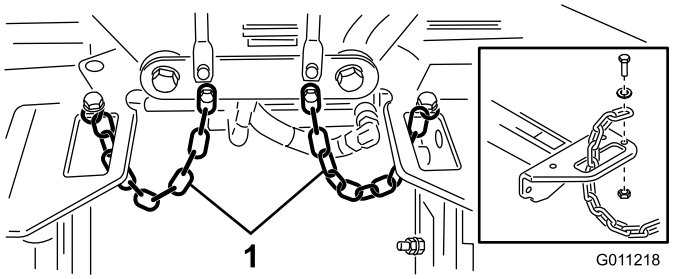

Figur 22
4. Før en tippekæde op gennem åbningen i enden af hver bæreramme. Fastgør tipperkæden øverst på bærerammen med en bolt, låseskive og en låsemøtrik (Figur 22).